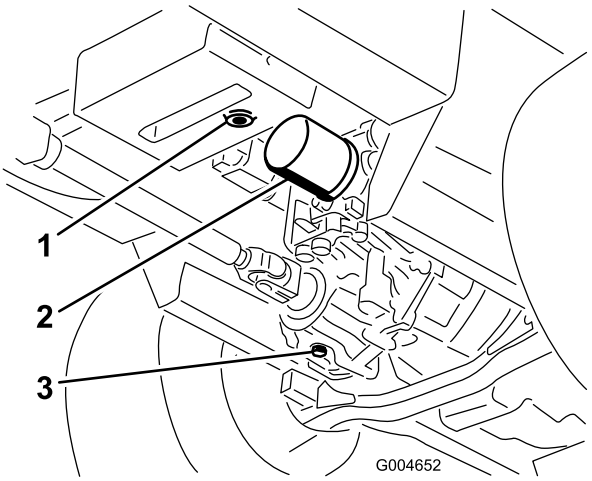

Figur 61
3. Plasser et stort tappefat under den hydrauliske beholderen og girkassen og fjern pluggene, all hydraulikkvæske blir da tappet (Figur 61).
4. Rengjør rundt hydraulikkvæskefilteret, og fjern filteret (Figur 61).